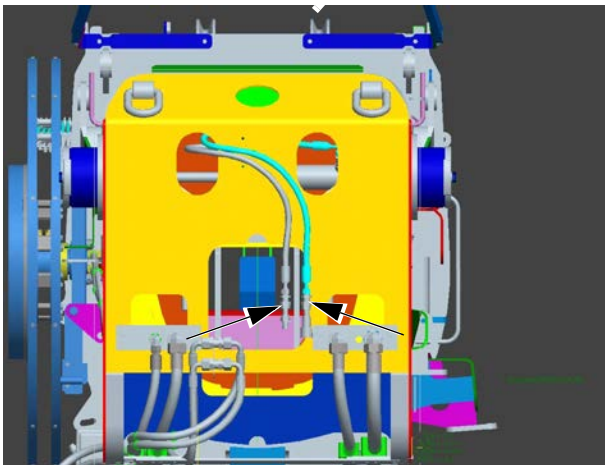

FIGURA 4-12
24. Desconecte las mangueras de los cilindros de pasador del contrapeso (Figura 4-11) y conéctelas al cilindro de pasador de la pluma. Se puede acceder a las mangueras del cilindro de pivote de la pluma en la parte de atrás de la pluma (Figura 4-12).